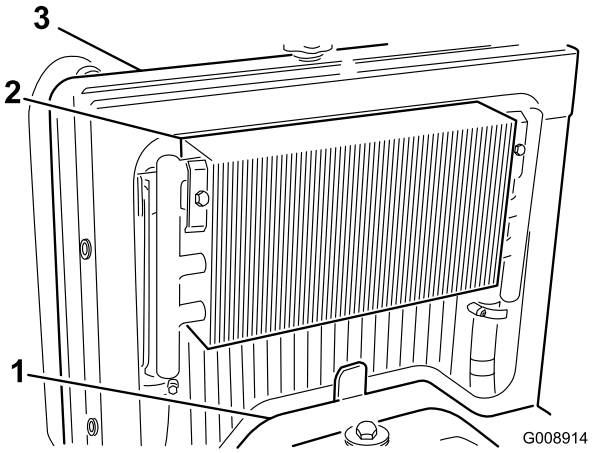

Figuur 69
3. Verwijder het inspectieluik (Figuur 69).